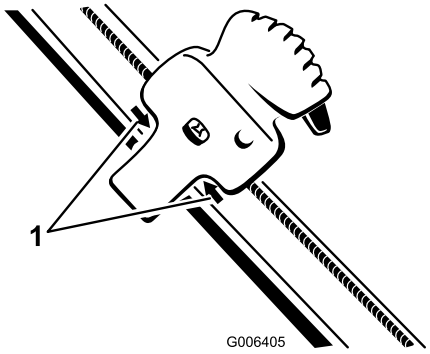

图39
2. 将 Quick Shoot 控制装置放在上手柄右侧两个箭头的中间（图39）。